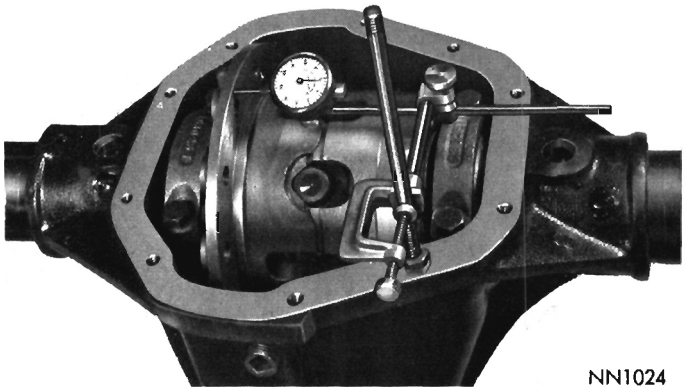

Fig. 6—Measuring Differential Case Drive Gear Mounting Flange Face Runout
(12) Place the differential case between the soft jaws of a vise and remove the drive gear screws and discard. Using a fiber mallet, tap the drive gear loose from the differential case pilot and remove.
(13) If the drive gear runout exceeded .006 inch in step 5 differential case flange runout should be re-measured. Install differential case with respective bearing cups into axle housing. Loosen nut of spreader tool and remove. Install bearing caps and tighten snugly. Mount dial indicator in contact with flange face of differential case (Fig. 6) and measure runout as described in Step 5. Total allowable runout should not exceed .003 inch. It is often possible to reduce excessive runout by positioning drive gear 180 degrees from point of maximum runout when reassembling ring gear on differential case.
(14) Position carrier and tube assembly in vise with nose of carrier in the up position. Remove drive